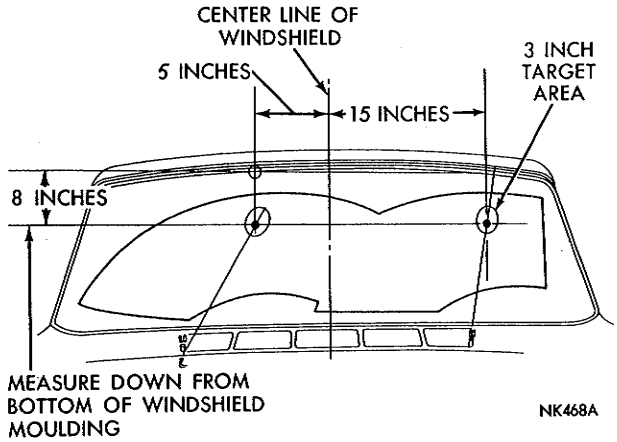

*Fig. 2—Washer Aiming Diagram—Valiant and Barracuda Models*
**Adjust nozzles so that the centers of the streams contact the windshield glass as shown in Figures 2, 3 and 4. The oval pattern formed by the stream striking the windshield glass is not "centered" on the center of the stream. The stream center is toward the bottom of the oval pattern.**